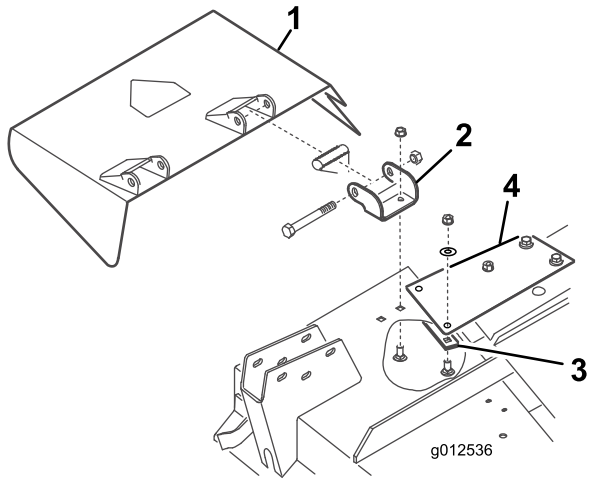

図 7
1. デフレクタマウントをピボットブラケットに固定しているボルト本、ロックナット、スプリングを外す(図 7)。デフレクタを取り外す。
2. ピボットブラケットをハウジングに固定しているキャリッジボルトとフランジナットを外す図 7。ピボットブラケットを取り外す。外したボルト類は将来に備えて保管する。
3. 補強プレートをハウジング下側に、また、スティフナプレートをハウジング上部に固定しているキャリッジボルト2本、平ワッシャ、ロックナットを外す図 7。